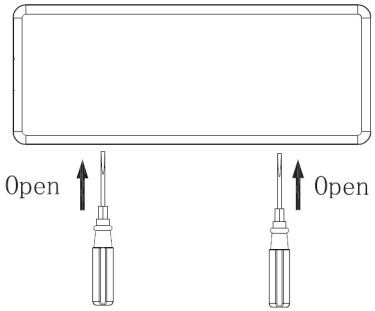

Рис. 3 Положение защелок на корпусе.
2. Откройте верхнюю крышку, отжав две нижних защелки (см. **Рис. 3**).